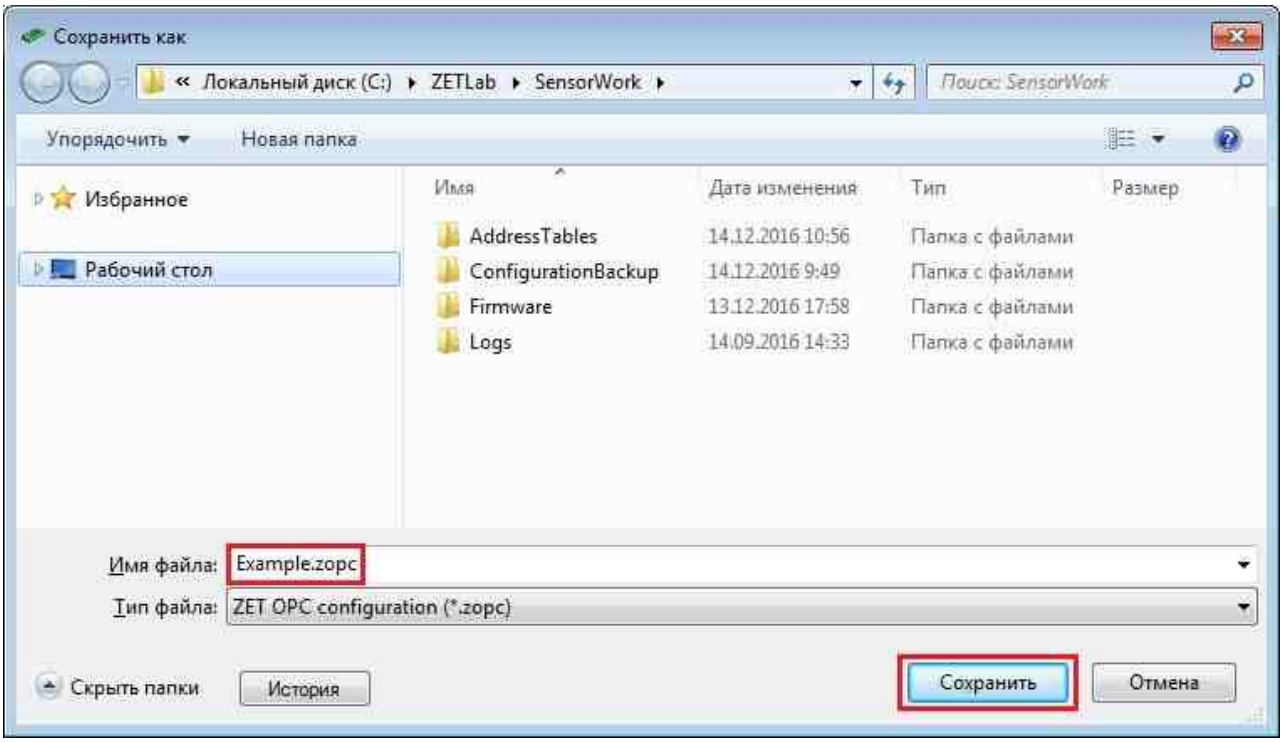

Рис.8.3 Окно «Сохранить как»
3. В открывшемся окне «Сохранить как» в поле «Имя файла» следует установить произвольное имя файла конфигурации и активировать кнопку «Сохранить» (*Рис.8.3*). В результате будет создан файл конфигурации с расширением имени «.zopc».